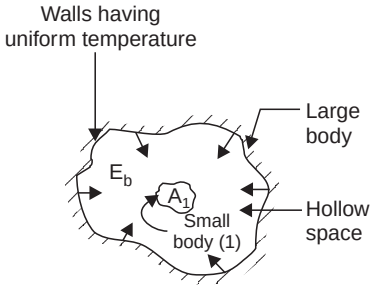

Fig. 15.49. Derivation of Kirchhoff's law.
Let us consider a large radiating body of surface area A which encloses a small body (1) of surface area A_1 (as shown in Fig. 15.49). Let the energy fall on the unit surface of the body at the rate E_b. Of this energy, generally, a fraction α, will be absorbed by the small body. Thus this energy absorbed by the small body (1) is $\alpha_1 A_1 E_b$, in which α_1 is the absorptivity of the body. When thermal equilibrium is attained, the *energy absorbed* by the body (1) must be equal to the *energy emitted*, say, E_1 per unit surface. Thus, at equilibrium, we may write